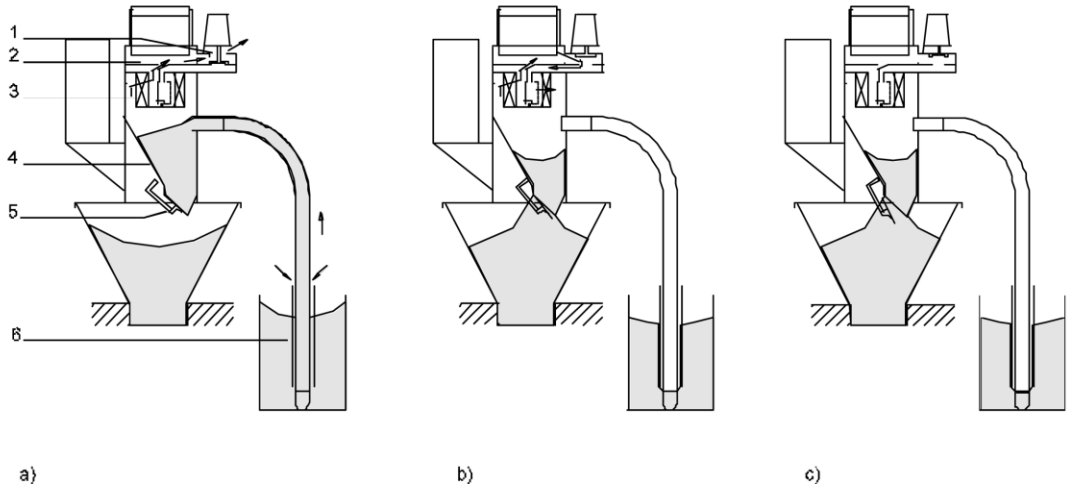

Рисунок 4.-1 *1 Подающий клапан* *2 Нагнетатель* *3 Фильтрующий элемент* *4 Контейнер для подаваемого материала* *5 Выпускная заслонка* *6 Всасывающий хобот*
a) Внутренний сигнализатор уровня заполнения (см. Рисунок 4.-2a)
b) Внешний сигнализатор уровня заполнения (см. Рисунок 4.-2b)